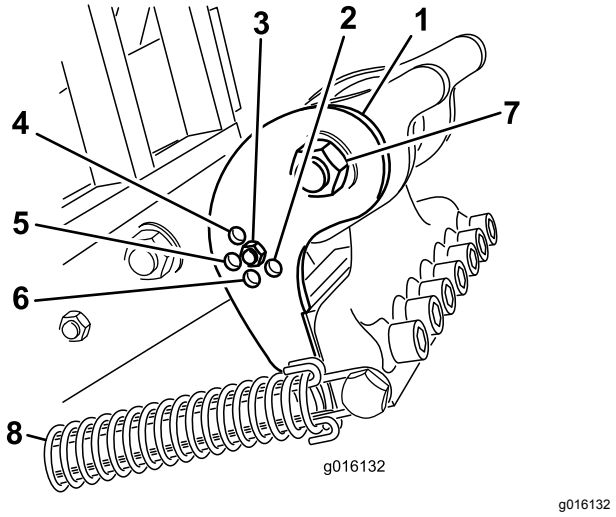

Figur 38
Ställ in det böjda fästet (Figur 38) i rätt läge baserat på luftarpinnslängden. Huvudstoppet ställs in i ett av fem förinställda lägen när du väljer ett hål genom vilket du skruvar fast justeringsstången. Hålen är endast förinställda värden; det kan t.ex. hända att du får bättre resultat med en 25 cm-luftarpinne i 30 cm-läget, beroende på det aktuella användningsområdet.
3. Frigör fjäderspänningen till luftarpinnshuvudet (Figur 38).
4. Ta bort muttern och skruven i justeringshålen i det böjda fästet (Figur 38).